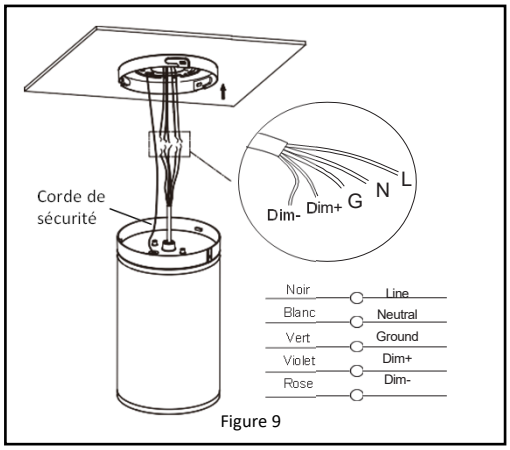

Figure 9
4. Faites les connexions de câblage selon la ***Figure 9.***